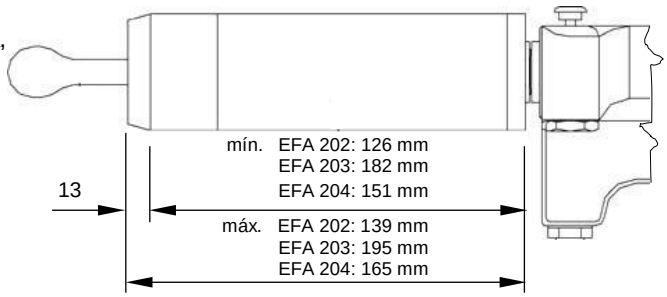

Fig. 6.5 – Comprimento da lâmina
- Para obter o comprimento mínimo da lâmina, *consulte a Fig. 6.5*.